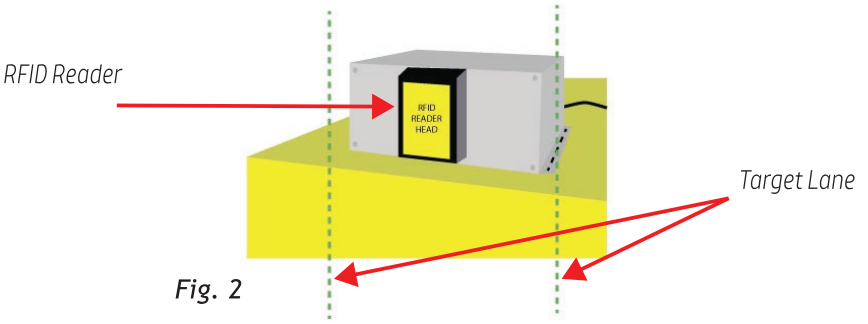

*Fig. 2*
A. The ElectroLock Controller should be mounted to the header or car top in line with the proposed Target Lane. (See Fig. 2) Note: If the "Door Zone" signal is being used in lieu of the RFID reader and target system, the Controller can be mounted anywhere on the car.
B. Once placement is identified, use four (4) sets of enclosed, self-threading 1/4" x 20" x 1" mounting screws, lock and flat washers to secure Power Supply / RFID Reader head to the car top.